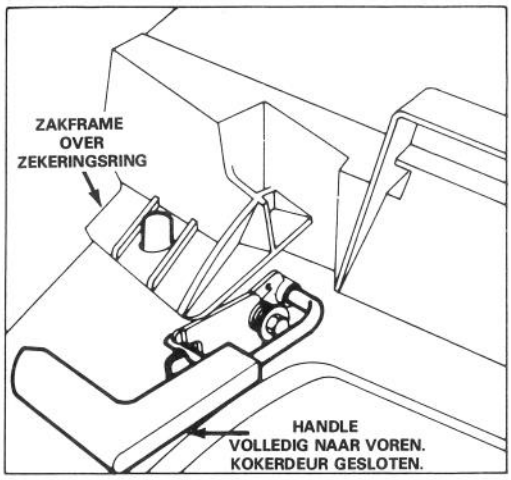

Afbeelding 4
EEN DEKLAAG VORMEN — In de zomer, wanneer het gras langzamer groeit en droger is, kunt u een deklaag laten liggen door de kokerdeur te sluiten (Afb. 4). Laat de graszak aan de maaier als bescherming en voor het gemak.
6. HET LEEGMAKEN VAN DE ZAK — Laat de bedieningsstang los en wacht totdat het mes tot stilstand is gekomen. Zet de kokerdeur naar voren om de sluitpen in de pal te laten vallen (Afb. 4). Grijp de handle aan voor-en achtereind van de zak vast en licht de zak van de maaier. Houd ter bescherming altijd de handen en voeten van de maaier af, omdat de motor nog loopt. Licht de zak langzaam naar voren om het geknipte gras uit te schudden.